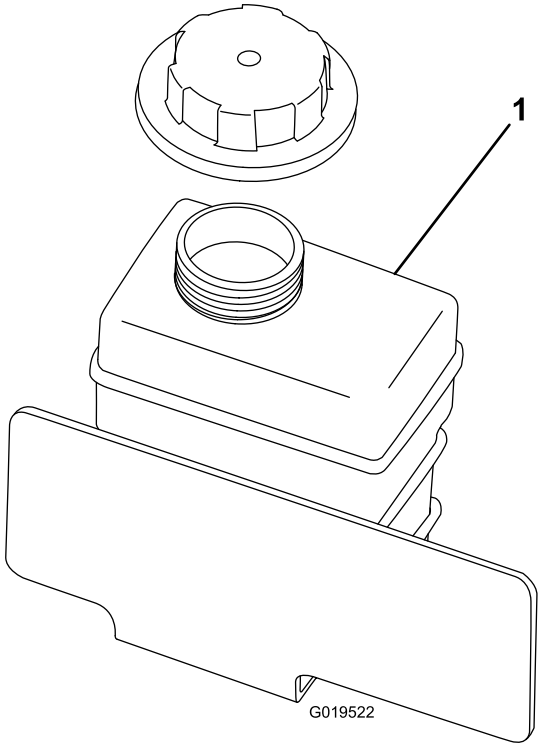

Figur 17
2. Kontrollera kylvätskenivån i reservtanken (Figur 17). Fyll på kylvätska upp till påfyllningsrörets nedre kant.